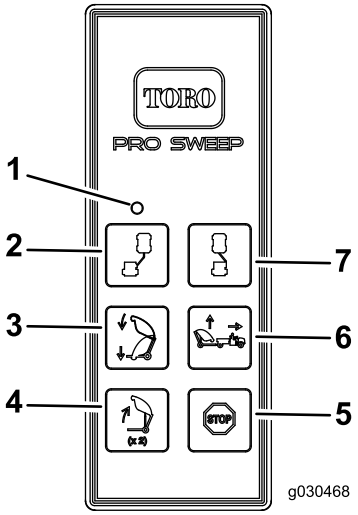

**Figur 27**
2. Trykk på knappen for tømming av beholderen i ett sekund, slipp knappen i ett sekund og trykk på knappen for tømming av beholderen igjen (Figur 27).